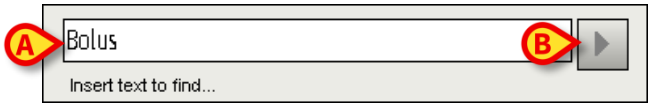

Fig 33
- Insert in the window the text to be found in the print report (Fig 33 **A**).
- Click the button (Fig 33 **B**).